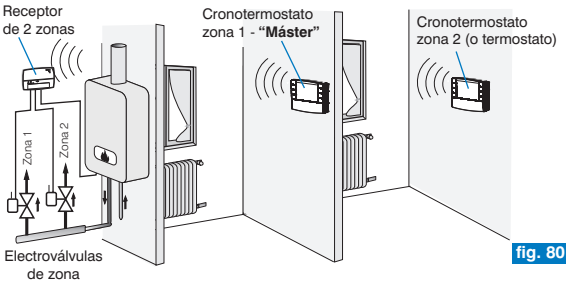

fig. 80
- Ejemplo: cronotermostato con Máster en sistema de 2 zonas (fig. 80).